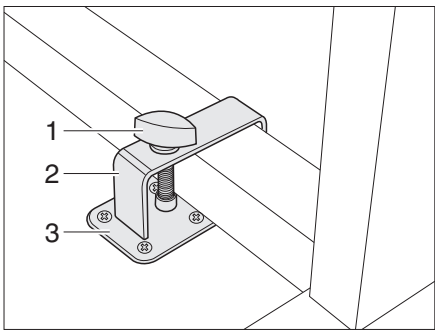
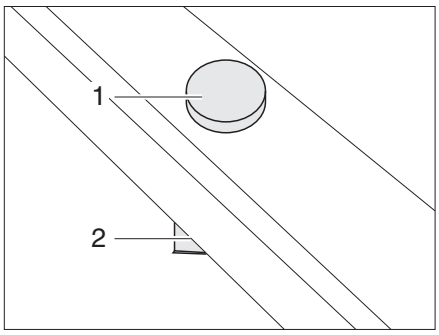

Fig. 53 Latch for swivel table with metal frame
Fig. 54 Latch for swivel table with plastic frame
- Place the swivel table next to the holder (Fig. 53,3) or on the holder (Fig. 54,2).
- Place the bar (Fig. 53,2) with the securing bolt (Fig. 53,1) over the table leg.
- Move the bar and possibly also the swivel table in such a way that the securing bolt (Fig. 53,1 or Fig. 54,1) can be screwed into the holder (Fig. 53,3 or Fig. 54,2).